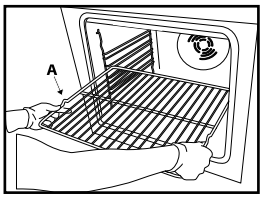

Рис. 1
1. Вставьте решетку горизонтально, располагая ее выступом "A" вверх *(Рис. 1)*.